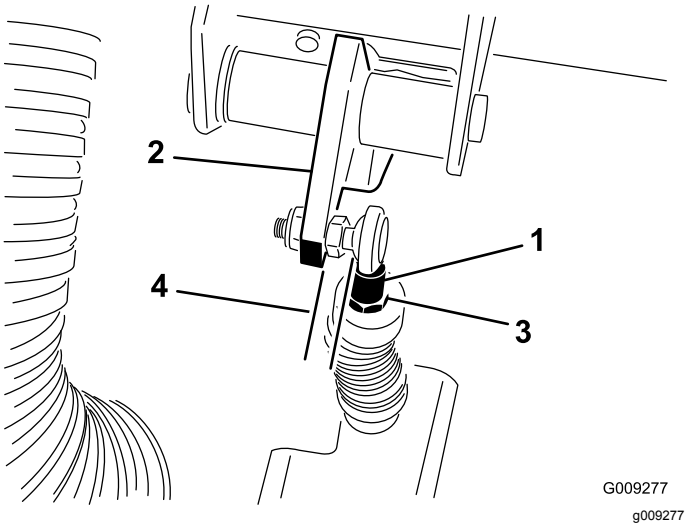

**Figur 65**
***Vigtigt:*** **Sørg for, at stangen er placeret lige ind på kuglen og ikke er drejet, samt at den stadig sidder parallelt med koblingspedalen, efter at kontramøtrikken er spændt (Figur 65).**